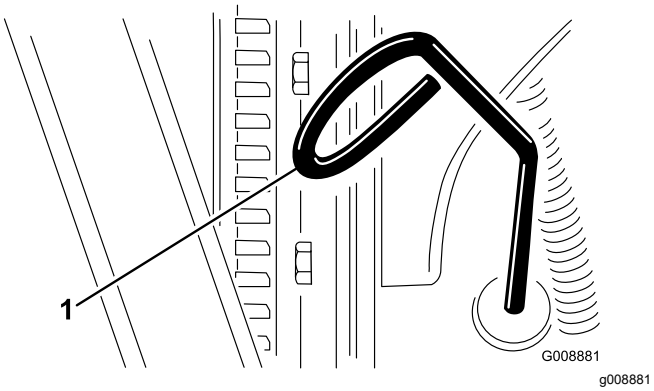

**Figur 63**
3. Ta ut oljestickan (Figur 63) och torka av den med en ren trasa.